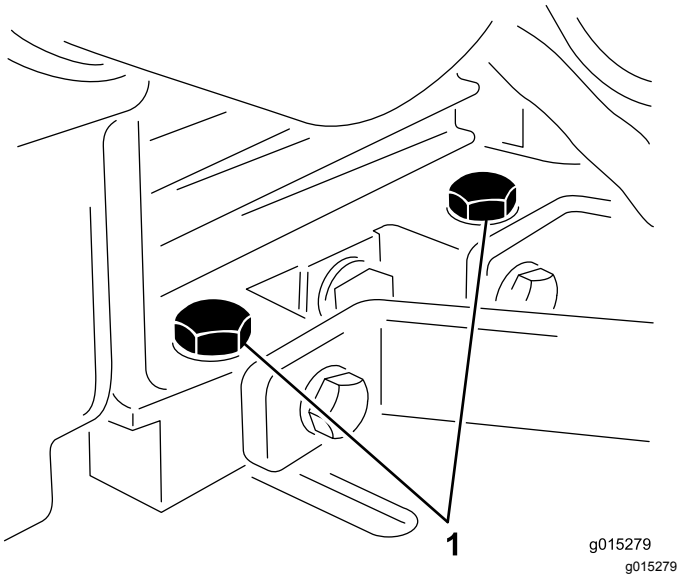

Figur 21
2. Løsne monteringsboltene for motoren (Figur 21).